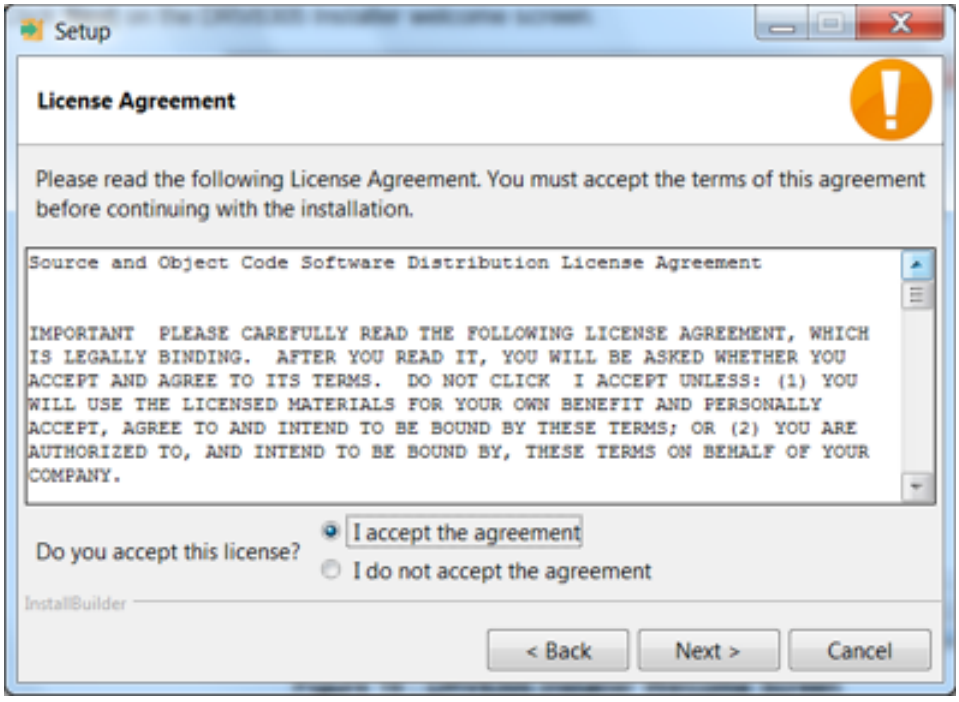

Figure 17. DRV832XX Software License Agreement
Step 4. Read though and accept the license agreement to proceed with the installation (see Figure 17).